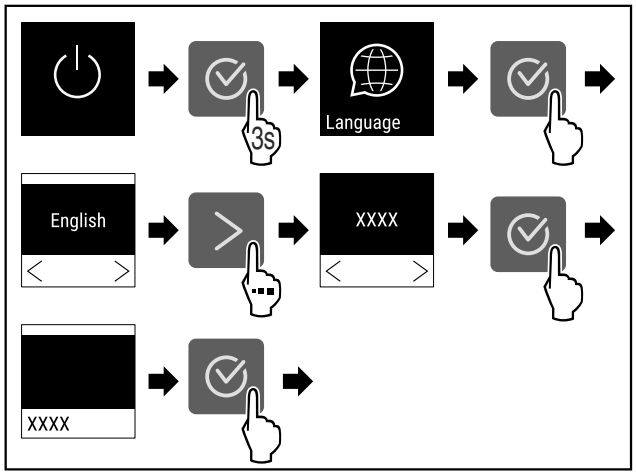

Fig. 52
▶ Ejecutar los pasos (consulte Fig. 52) .